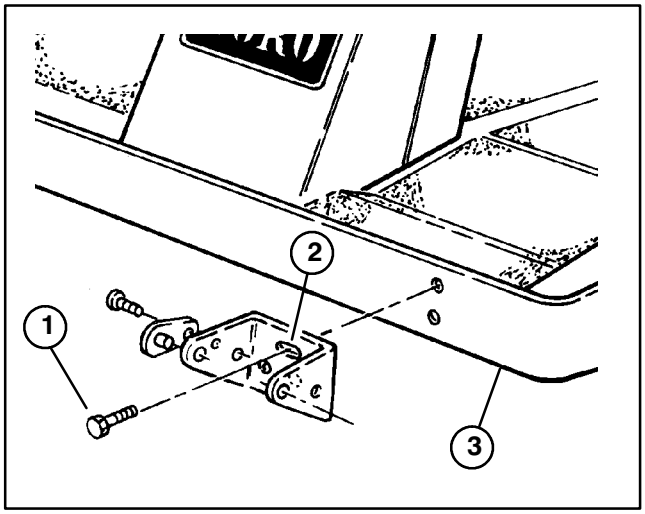

Figure 10
3. To install the mounting brackets, insert (2) 3/8–16 x 1" lg. flangehead capscrews through the slotted bracket holes. Thread the screws into the captivated frame nuts and torque to 45–50 ft–lb (Fig. 10).